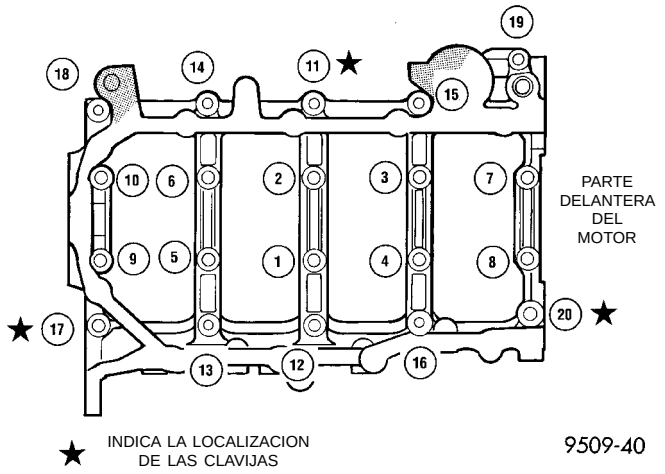

Fig. 70 Secuencia de torsión de las tapas de cojinete principal/bancada
(5) Instale los cojinetes principales inferiores en la tapa/bancada del cojinete principal. Cerciórese de que las lengüetas de cojinete se asienten en las muescas de la bancada. Instale el cojinete principal/bancada en el bloque del motor.
(6) Antes de instalar los pernos, deben engrasarse las roscas con aceite de motor limpio. Limpie el exceso de aceite.
(7) Instale apretando a mano los pernos 11, 17 y 20 de la bancada del cojinete principal al bloque del motor. Apriete estos pernos juntos hasta que la bancada toque el bloque de cilindros. Apriete los pernos con una torsión de 30 N·m (22 lbs. pie) (Fig. 70).
(8) Instale los pernos de la bancada del cojinete principal al bloque del motor (del 1 al 10) y apriete cada perno con una torsión de 81 N·m (60 lbs. pie), en la secuencia que se muestra en la (Fig. 70).
(9) Instale los pernos de la bancada del cojinete principal al bloque del motor (11 al 20), con los espárragos del deflector en las posiciones 12, 13 y 16 y apriete cada perno con una torsión de 30 N·m (22 lbs. pie), en la secuencia que se muestra en la (Fig. 70).
(10) Después de instalar la bancada del cojinete principal, verifique la torsión de giro del cigüeñal. Esta no debe exceder los 5,6 N·m (50 lbs. pulg.).
(11) Instale la bomba de aceite. Si debe verificarse el juego longitudinal del cigüeñal, consulte los procedimientos de servicio en esta sección.
(12) Instale la rueda dentada del cigüeñal.
(13) Instale el adaptador del filtro de aceite y el filtro. Consulte el procedimiento descrito en esta sección.